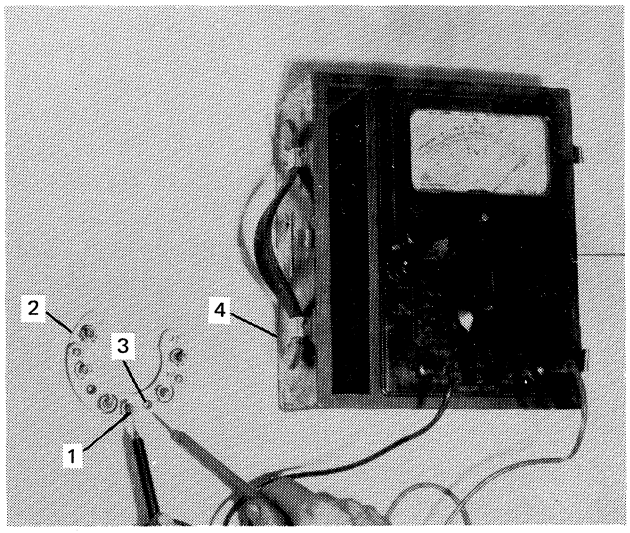

Figure 13
1. Connect one test lead to the output terminal stud of the diode and the other to the exposed metal area on the auxiliary terminal of the heat sink, Figure 13.